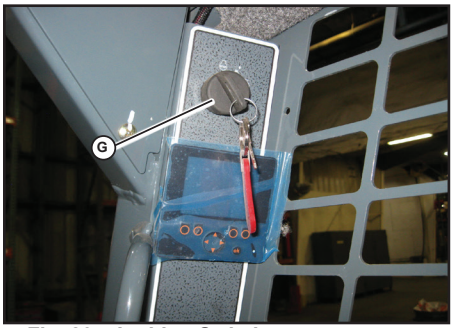

Fig. 20 - Ignition Switch
6. Insert the ignition key into the ignition switch (G, Fig. 20) and turn the key clockwise to the first detent. Wait for the multi-function display to initialize completely. Indicators on the indicator panel should light up and a tone will sound. The battery voltage and preheat indicators may stay lit for 3-30 seconds.
Follow the maintenance schedule. See”Fig. 20 - Ignition Switch” on page 64.